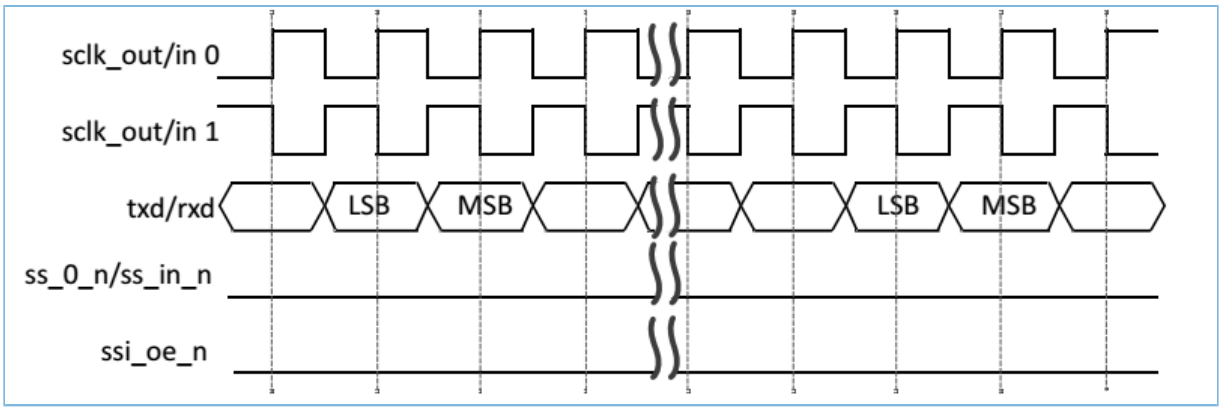

Figure 8-19 Serial format continuous transfers (SCPH = 0) when CTRL0[24] = 0
- When CTRL0[24] is programmed to 0, the slave select signal stays low and the serial clock runs continuously for the duration of the transfer; this operating mode is illustrated in Figure 8-19.